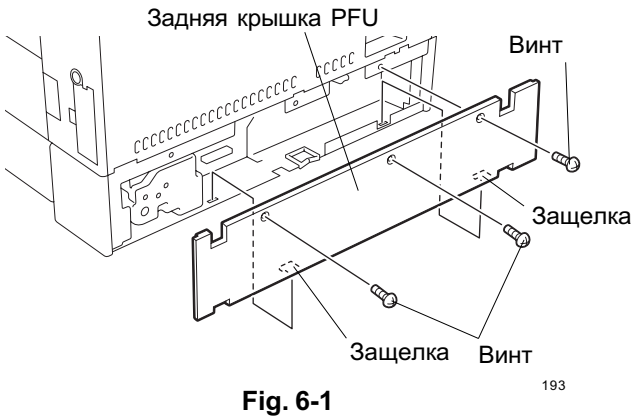

Fig. 6-1
1. Снимите заднюю крышку PFU. (см. Fig. 6-1)
10. Снимите заднюю крышку PFU (см. Fig. 6-1)